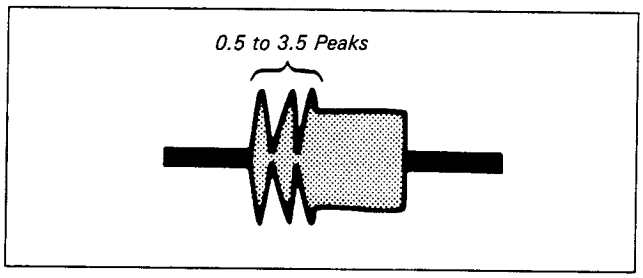

*Fig. 7-67.*
2) Confirm that RF waveform on the entrance side has 0.5 to 3.5 peaks in this condition. If not, adjust as follows. (See Fig. 7-67.)